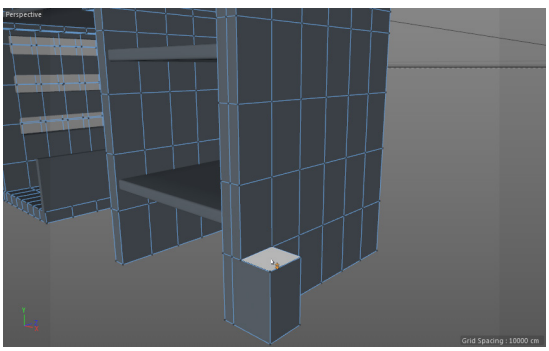
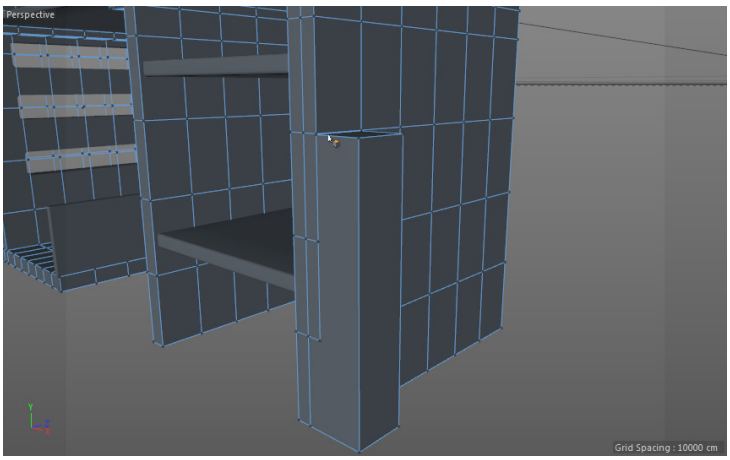

Figure 3-54 *The highlighted polygon of magazine stand*
Figure 3-55 *Dragging the highlighted polygon*
4. Hover the cursor on the top polygon; the polygon is highlighted, as shown in Figure 3-54. Next, hold the CTRL key and drag the highlighted polygon, as shown in Figure 3-55.